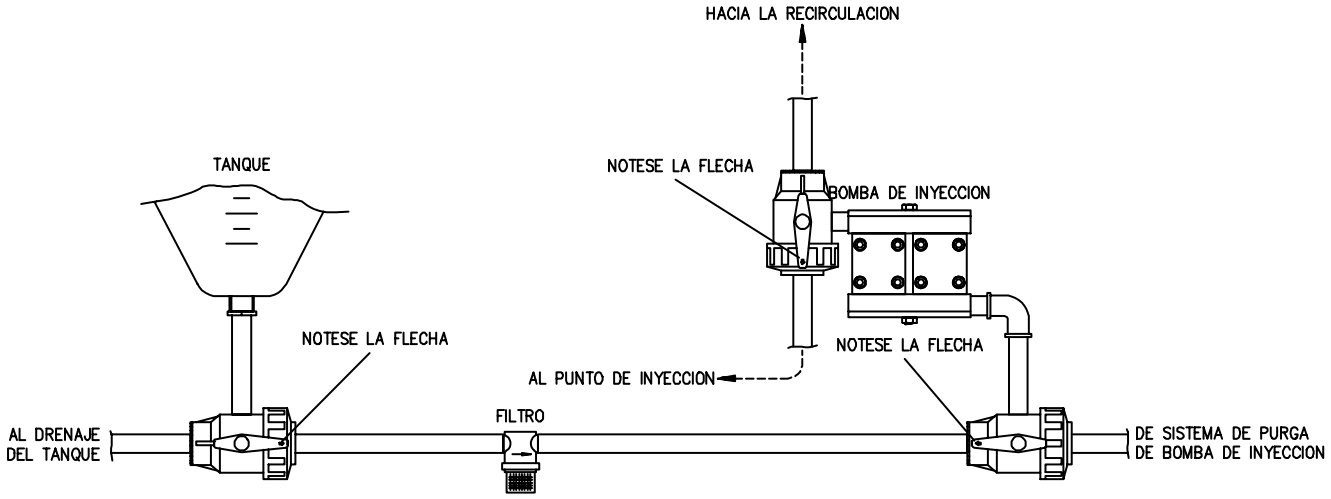

FIGURA 10C
6) La Figura 10C ilustra la conexión del sistema de tuberías típica del módulo de inyección, en la cual se muestran las posiciones de la manija de la válvula de tres vías para la inyección de las substancias químicas